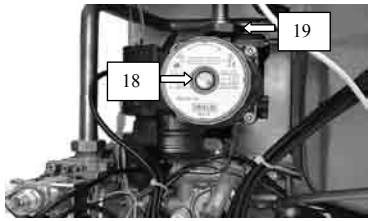

Fig. 6.2
3. Unscrew the cap on the automatic air purger valve 19 (Fig. 6.2) one full turn and leave open permanently.
3. Отверните колпачок на автоматичемком спускнике воздуха 19 (рис. 6.2) на 1 полный оборот и оставьте его в этом положении.
8. Purge the air from the pump by unscrewing the pump plug 18 (Fig. 6.2); release the pump by turning the rotor in the direction indicated by the arrow on the information plate.
8. Спустите воздух из насоса, открутив винт 18 (рис. 6.2); разблокируйте насос, поворачивая ротор в направлении, указанном стрелкой на информационной табличке.